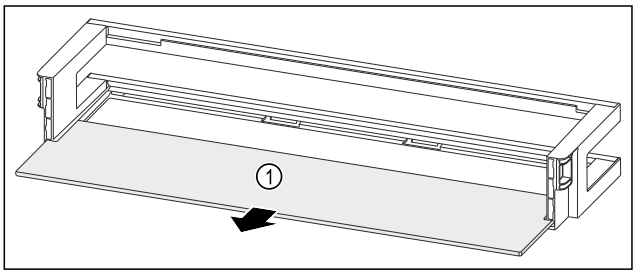

Fig. 171 Door rack with shelf
▶ Remove the shelf *Fig. 171 (1)*.